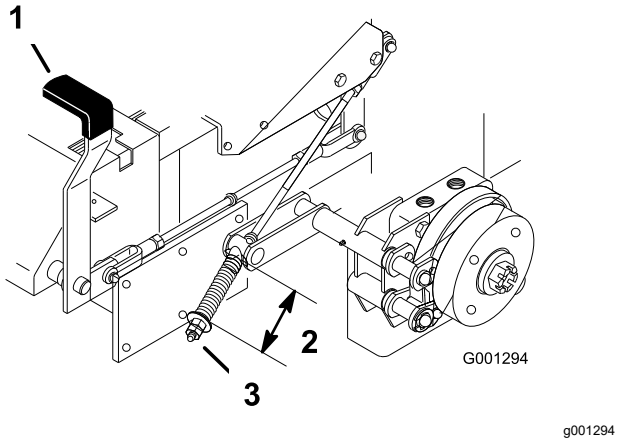

Figur 85
2. Mät fjäderns längd (Figur 85).
3. Frigör parkeringsbromsen om en justering krävs, och lossa sedan kontramuttern under fjädern och justera muttern direkt under fjädern (Figur 85).